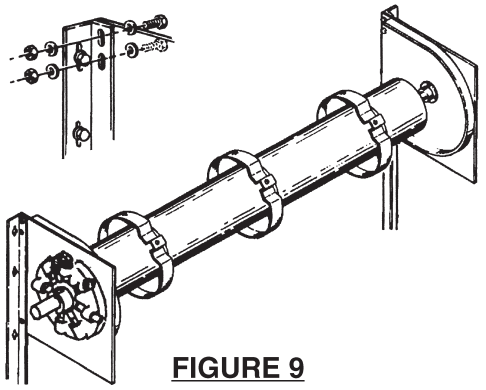

FIGURE 9
- Bolt heads must be on the inside of the headplate brackets. See Figure 9.